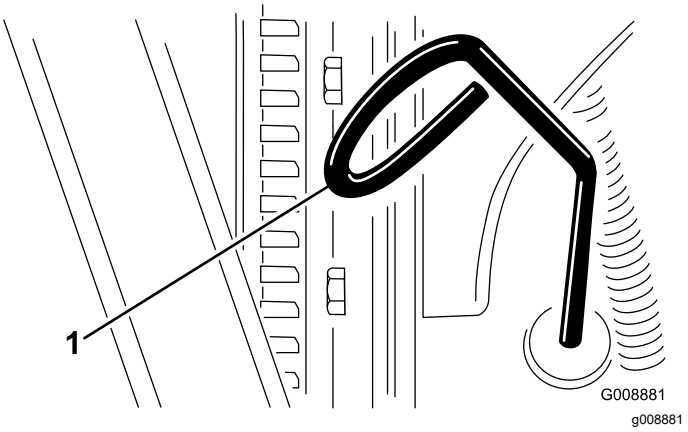

Figur 54
3. Ta ut peilestaven, tørk av den, sett den ned igjen i røret og ta den deretter ut igjen. Oljenivået skal være mellom FULL- og ADD-merkene (Figur 54).
4. Hvis oljenivået er lavt, må du ta av oljelokket og fylle på olje til nivået er mellom FULL- og ADD-merkene (Figur 54).